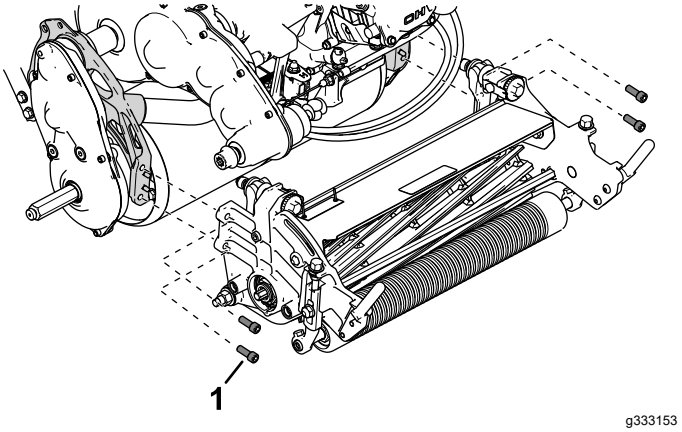

Figur 4
3. Brug 4 unbrakoskruer til at montere klippeenheden på maskinen (Figur 4).